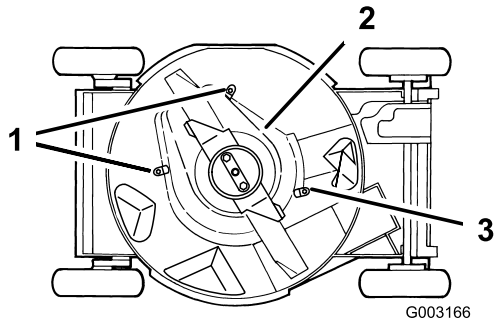

Bild 40
6. Lockern Sie die Nasen, mit denen die BBC-Abdeckung am Mähwerk befestigt ist, indem Sie die Muttern oder Schrauben an den Nasen lockern (Bild 40). Drehen Sie die Nasen um 180°, damit sie nicht im Weg sind.